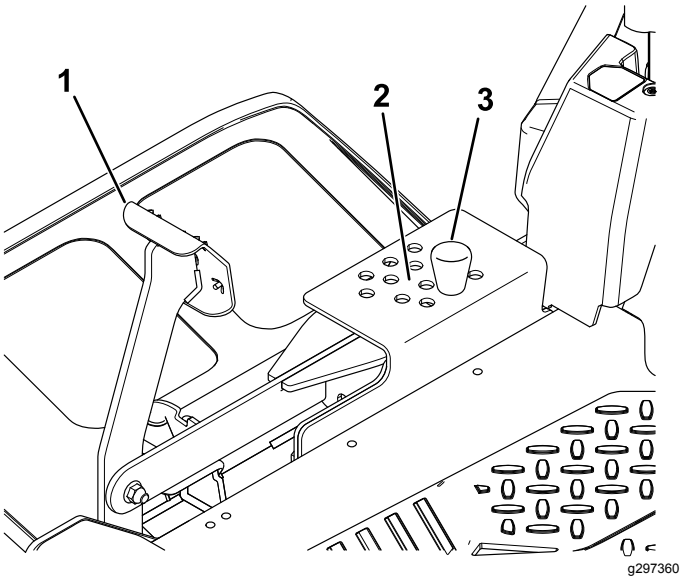

Figure 25
2. Pour changer la hauteur de coupe, retirez la goupille du support de hauteur de coupe (Figure 25).
3. Insérez la goupille dans le trou du système de hauteur de coupe correspondant à la hauteur de coupe voulue (Figure 25).